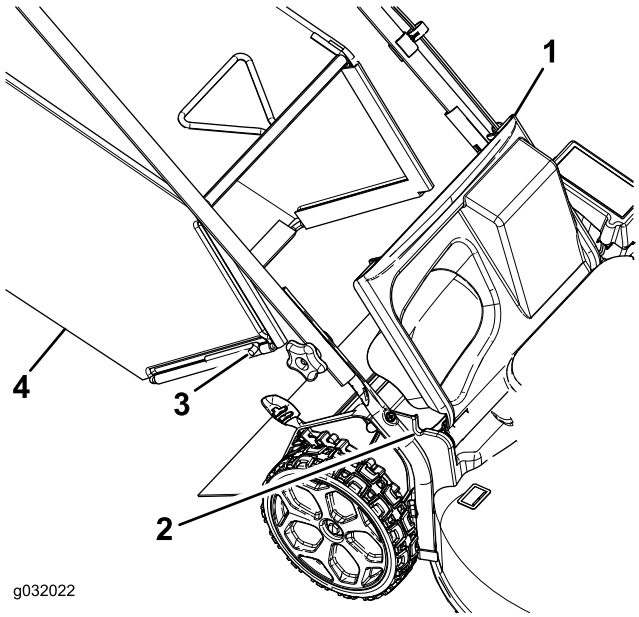

Figuur 20
1. Breng de afvoergeleider aan de achterzijde omhoog (Figuur 20).
2. Plaats de stanguiteinden van de grasvanger in de inkepingen van de handgreepbeugels (Figuur 20).